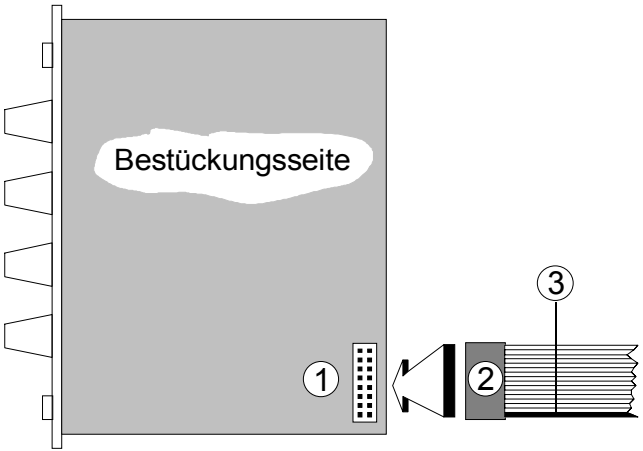

Abb. 2: Montage des Flachbandkabels am Modul
- ❒ Schließen Sie das jedem Modul beiliegende **Flachbandkabel** an den **Bus-Stecker des Moduls** (s. ① in Abb. 2) an. In der Regel ist dieser 16-polig, bei einigen Module aber auch nur 10-polig. Suchen Sie beim Flachkabel die passende, aufgepreßte Buchse (s. ② in Abb. 2) aus und drücken Sie diese vorsichtig auf den Bus-Stecker des Moduls.
⚠ Achten Sie darauf, daß die **farbige Markierung des Kabels** beim Blick auf die Bestücksseite **unten** liegt (s. ③ in Abb. 2) und daß die Buchsen **bündig** (nicht seitlich versetzt) auf den Steckern sitzen, da andernfalls die Module bei Inbetriebnahme zerstört werden!